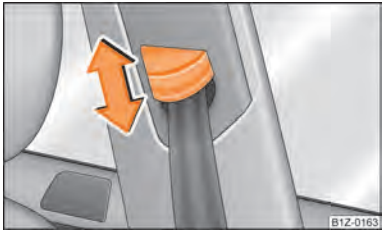

Fig. 120 Front seat: Seat belt height adjuster
– Press and move the height adjuster in the desired direction up or down ⇒ fig. 120.